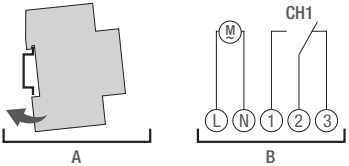

Fig. 4: Montering på DIN-skinne og koblingsdiagram
1. Sæt kontakturet i oppefra på DIN-skinnen (fig. 4/A), og tryk det bagud, indtil det klikker på plads.
2. Installér kontakturet iht. koblingsdiagrammet (fig. 4/B) (brug ledninger med et tværsnit på mellem 1 mm² og 2,5 mm²).